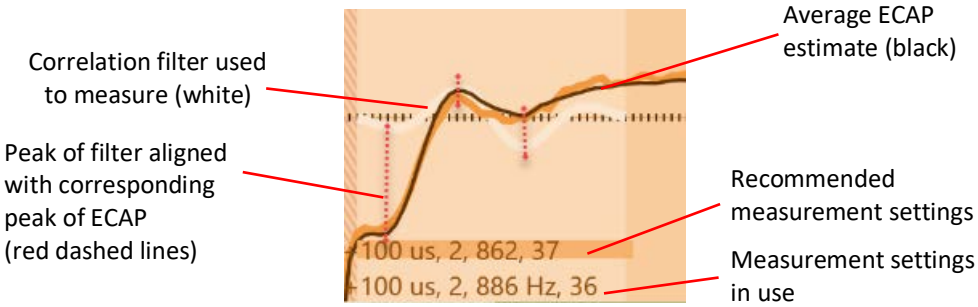
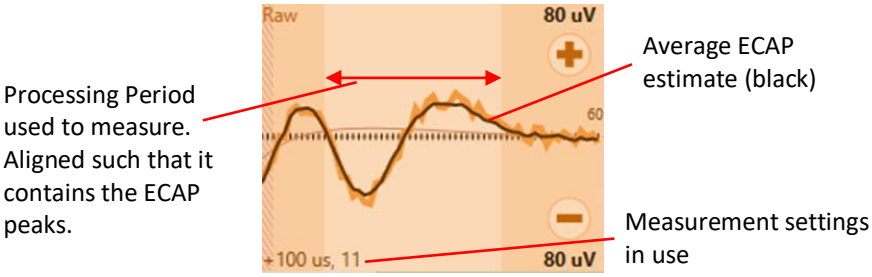

Figure 6.16: ECAP display with a well matched filter (-).
Figure 6.18: ECAP display with a well matched amplitude measurement.
8. Ensure the applied measurement settings match the recommended measurement settings (Figure 6.16), and check that the peaks of the ECAP signal line up with the peaks of the correlation filter. If they don't, you may manually adjust Processing Offset and Filter Frequency until they do (see Section 8.2).
Note: The default filter has a negative first peak (see Figure 6.16). In some cases filter alignment may be improved by flipping the filter the first peak is positive. This is done by changing the measurement setup to 'ECAP calculated using filter (+)' from the Measurement Setup options (see Section 8.2). See Section 6.10.1 for other ECAP measurement options.
(see Section 8.2) and there will be no recommended measurement settings (see Figure 6.18). For this option, closed-loop may be enabled, and stimulation frequency is available up to 250Hz.
Note: This option should only be used with closed-loop enabled where the peak-to-peak amplitude is not affected by artefact (e.g. Figure 6.18).
The number of samples of the signal to record (see Section 8.2). The Sampling Period (default 3662 µs) must be greater than or equal to the Processing Offset plus the Processing Period. Consider increasing this if the ECAP signal cannot be optimally measured (i.e. the filter cannot be optimally aligned and/or the complete ECAP signal cannot be seen in the ECAP display) – refer to Figure 6.16 and Figure 6.18 for optimal measurement examples.
The amount of time for the system to wait, following the stimulus pulse, before recording the signal (see Section 8.6). Consider increasing this from default (100 µs) if the Processing Offset cannot be increased enough for optimal measurement of the ECAP (refer to Figure 6.16 and Figure 6.18 for optimal alignment examples).